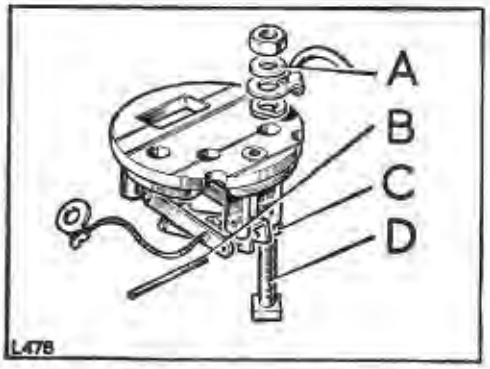

**Fig. L1-55. Pivot for contact breaker**
5. Fit lower contact assembly to end plate with points facing contact aperture by inserting pivot pin, see Fig. L1-55.